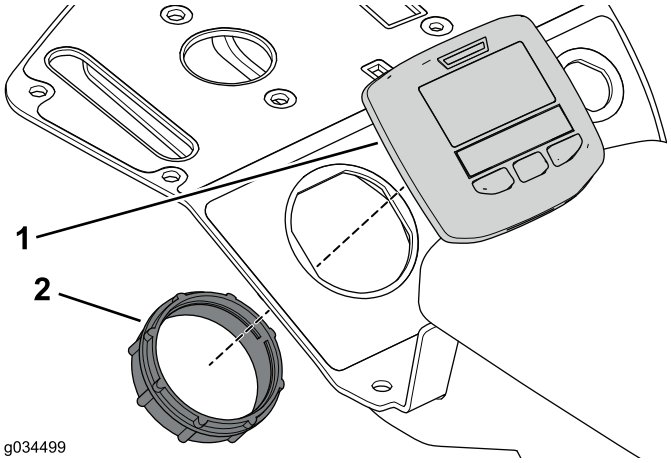

Figur 10
1. Fjern låseringen for å fjerne skjermen fra konsollenheten (Figur 10).